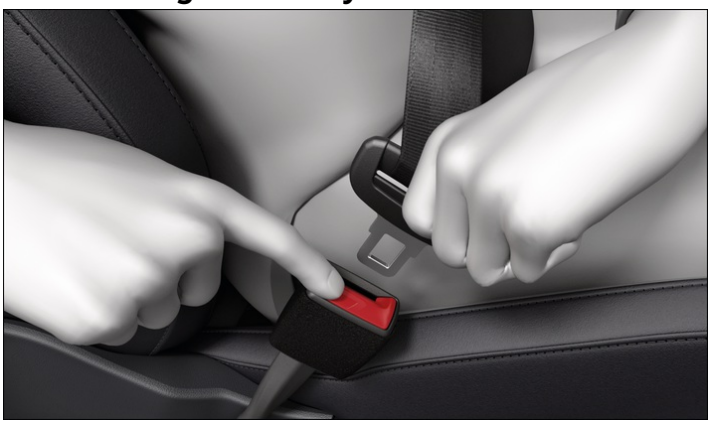

Fig. 2 Releasing the buckle tongue from the safety belt buckle.
1. Press the red button in the safety belt buckle→ *fig. 2*.